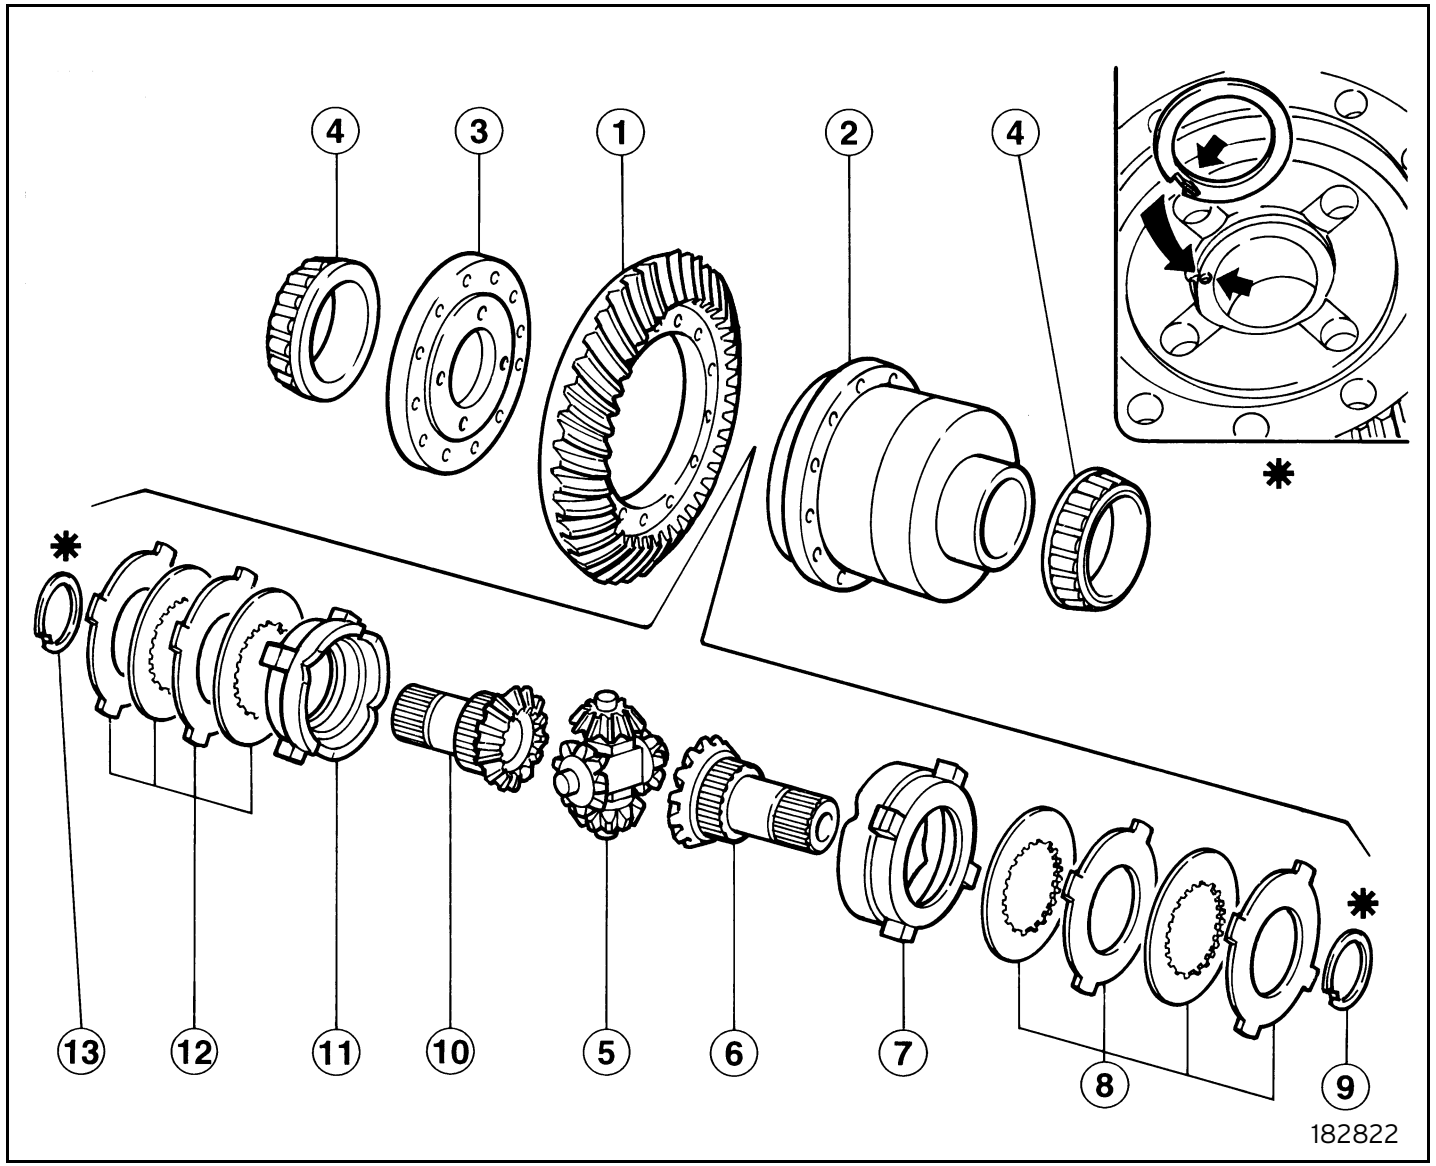
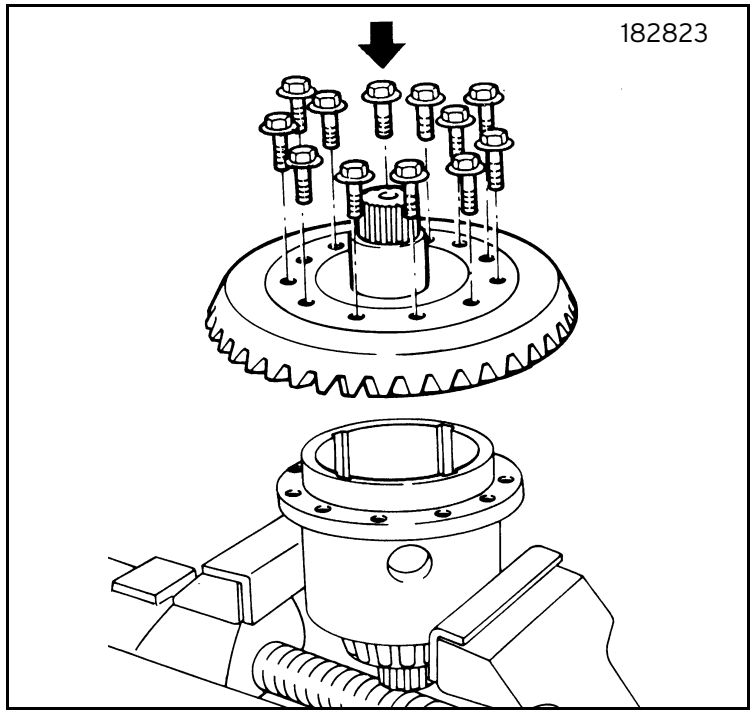

Fig. 22
Fig. 23
- Reassemble the differential carrier as follows (see reference in figure 22):
- Fit the crown wheel (6) in the planet gear set box (2).
- Fit the ring (9) on the crown wheel by inserting the tong in the groove (detail).
- Fit the thrust plate (7) and the self-locking device plates (8) in the planet gear set box in the order shown.
- Assemble the planet gear set (5) and fit it in the planet gear set box (2).
- Fit the thrust plate (11) and the self-locking device plates (12) in the planet gear set box (2) in the order shown.
- Fit the crown (1) on the flange (3), fit the crown wheel (10) on the crown and then fit the ring (13) on the crown wheel by engaging the tong in the groove (detail).
- Fit the crown with crown wheel in the planet gear set box (figure 23).